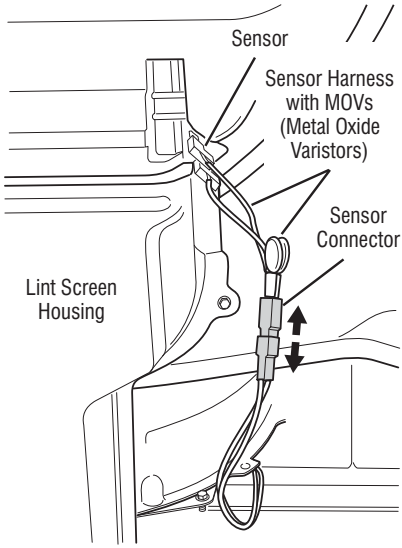

Figure 14 - Disconnect sensor connector.
4. Remove console to access the CCU and User Interface (UI).
5. Access the moisture sensor wires by removing the front panel. Disconnect the 3-wire moisture sensor connector (see Figure 14).